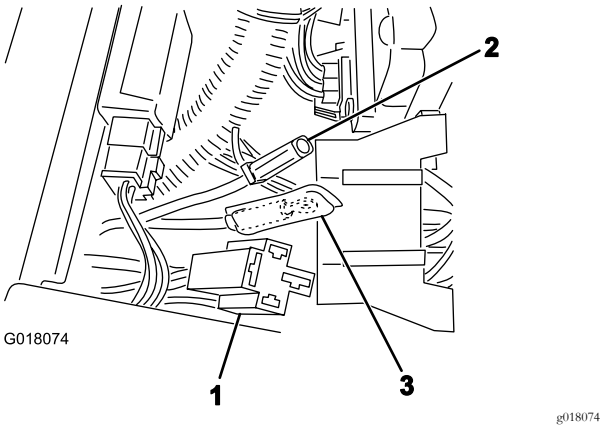
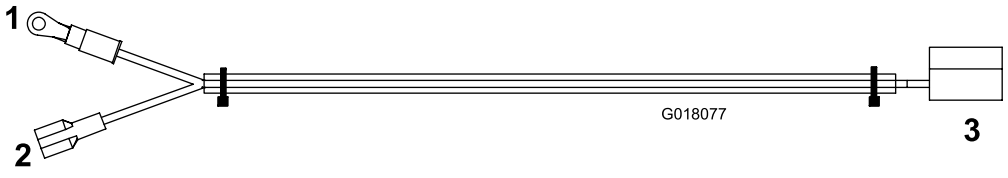

Figura 12
Figura 13
1. Instale el conector de relé de accesorios del arnés de cables de la unidad de tracción en el relé de potencia (Figura 12).
2. Conecte el cable rojo grande (Figura 12) del bloque de fusibles auxiliar al conector correspondiente del arnés de la unidad de tracción.
4. Conecte el cable amarillo a un cable libre en el bloque de fusibles (Figura 13).
5. Conecte los cables negros del arnés de cables de la unidad de tracción y el arnés de cables del kit al bloque de terminales de tierra (Figura 12 y Figura 13).